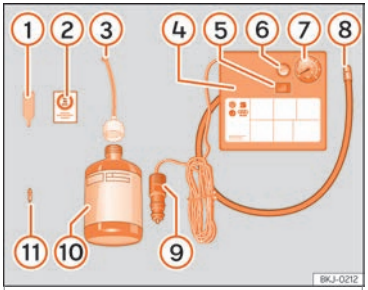

Fig. 68 Representação standard: conteúdo do kit antifuros.
- Desenrosque a proteção e o obus da válvula do pneu. Utilize o aparelho ››› **Fig. 68** ① para retirar a carga. Coloque-o numa superfície limpa.
- Agite com força a garrafa de vedante de pneus ››› **Fig. 68** ⑩.
- Enrosque o tubo de enchimento ››› **Fig. 68** ③ na garrafa de vedante. O selo da garrafa partir-se-á automaticamente.
- Remova o tampão do tubo de enchimento ››› **Fig. 68** ③ e enrosque a extremidade aberta do tubo na válvula do pneu.
- Volte a colocar o obus com o aparelho ››› **Fig. 68** ① na válvula do pneu.
- Enrosque o tubo de enchimento do pneu do compressor ››› **Fig. 68** ⑧ na válvula do pneu.
- Verifique se o parafuso de evacuação de ar está fechado ››› **Fig. 68** ⑥.
- Ligue o conector ››› **Fig. 68** ⑨ à tomada de corrente de 12 volts do veículo ››› **Página 164**.
- Ligue o compressor de ar com o interruptor ON/OFF ››› **Fig. 68** ⑤.
- Cole o autocolante ››› **Fig. 68** ② no painel de instrumentos, dentro do campo visual do condutor.